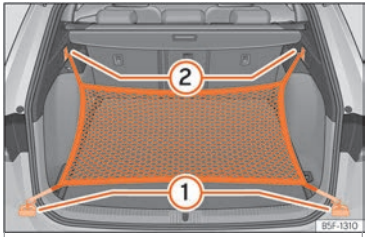

Fig. 133 Dans le coffre à bagages : œillets ① et crochets ② pour accrocher le sac pour filet.
- Fixez les crochets courts du filet aux œillets d'amarrage ››› fig. 133 ① ›››. La fermeture à glissière du sac doit rester vers le haut.
- Fixez les rubans aux crochets pour accrocher des sacs ②.